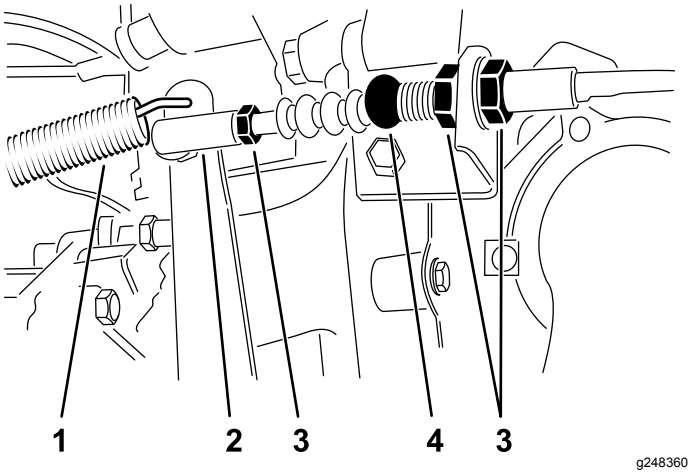

Figur 63
1. Løsne på låsemutterne som fester clutchkabelen til braketten på klokkehuset (Figur 63).